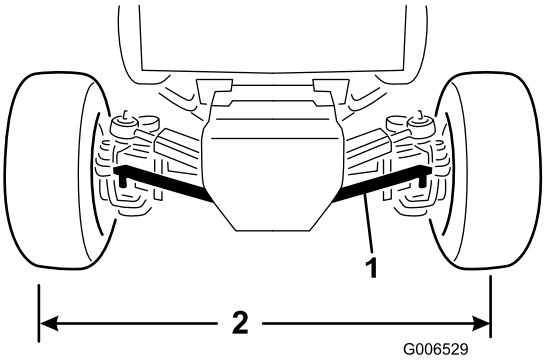

Figur 68
1. Fjern splinten og kronemutteren som fester ett av parallellstagets kuleledd til monteringsbraketten på akselen, og skill kuleleddet fra akselen (Figur 68).
3. Roter kuleleddene på parallellstagene inn eller ut, til avstanden fra midten til midten foran og bak på bakhjulene er den samme (Figur 68).